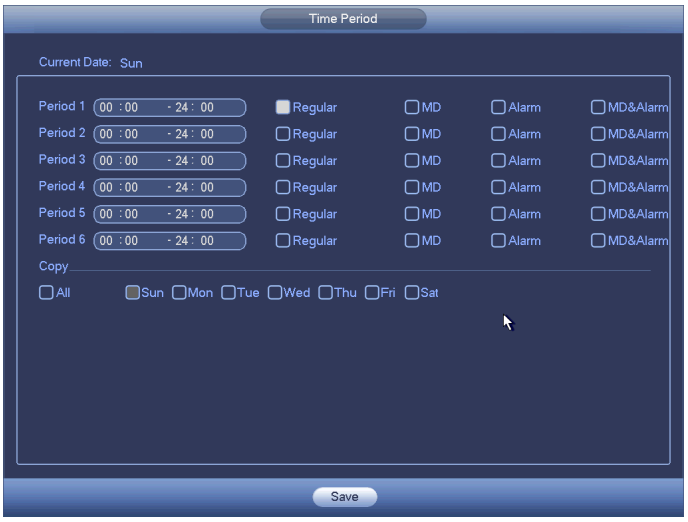

Figure 4-66
- Period setup: Click button after one date or a holiday, you can see an interface shown as in Figure 4-66.There are four record types: regular, motion detection (MD), Alarm, MD & alarm.